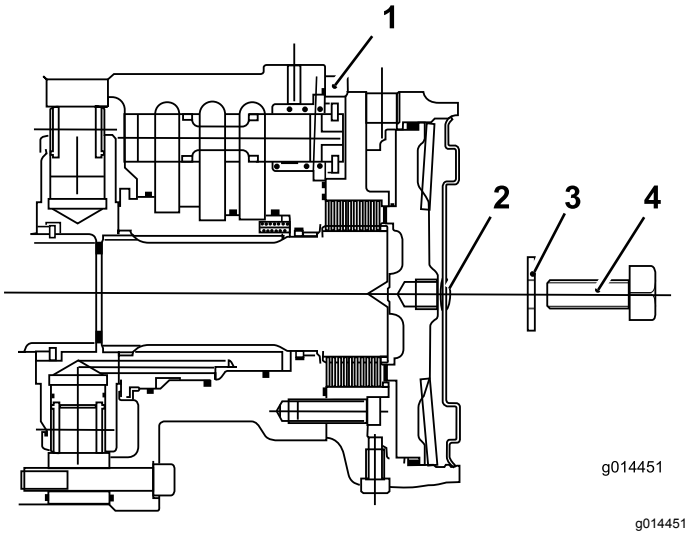

Figuur 38
C. Plaats de zeskantige plug in de zijkant van de motor (Figuur 38).